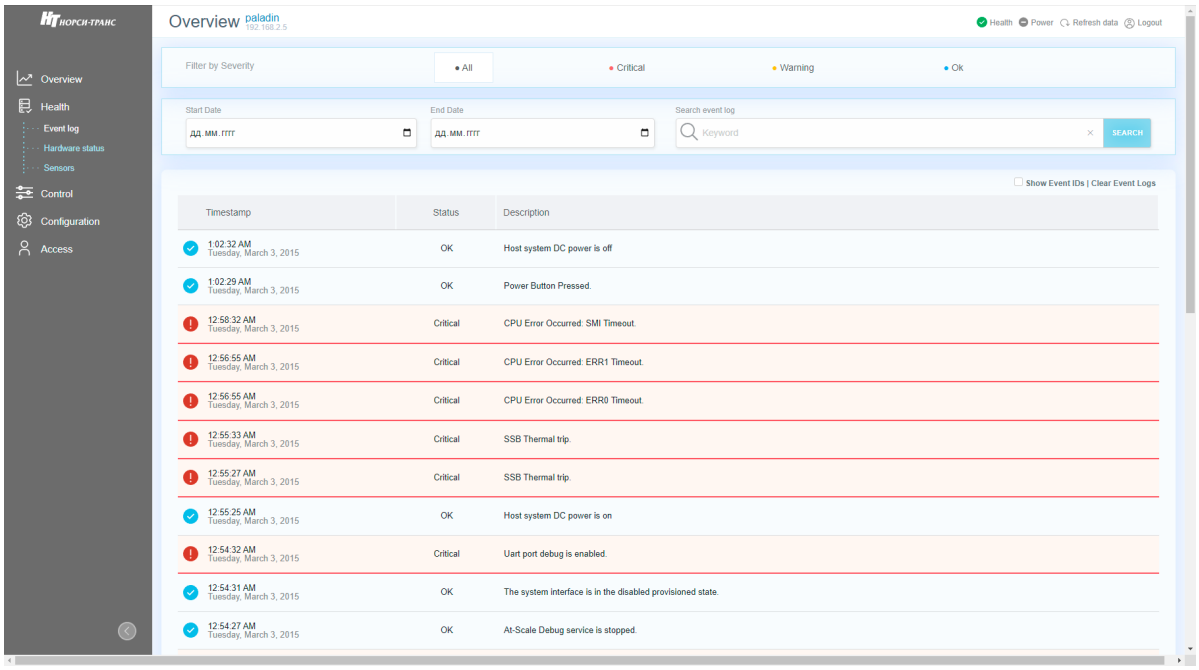

Рис. 74. Окно «Event log»
2) Пройдите во вкладку «Health» → «Event log» в данной вкладке отображены все события произошедшие в сервере. В поле «Filter by Severity» произведите фильтрацию по степени серьезности события. В поле «Start Date» произведите фильтрацию по дате начала события, в поле «End Date» произведите фильтрацию по дате окончания события, в поле «Search event log» произведите фильтрацию по ключевым словам события. Окно показано на рис. 74 Окно «Event log».